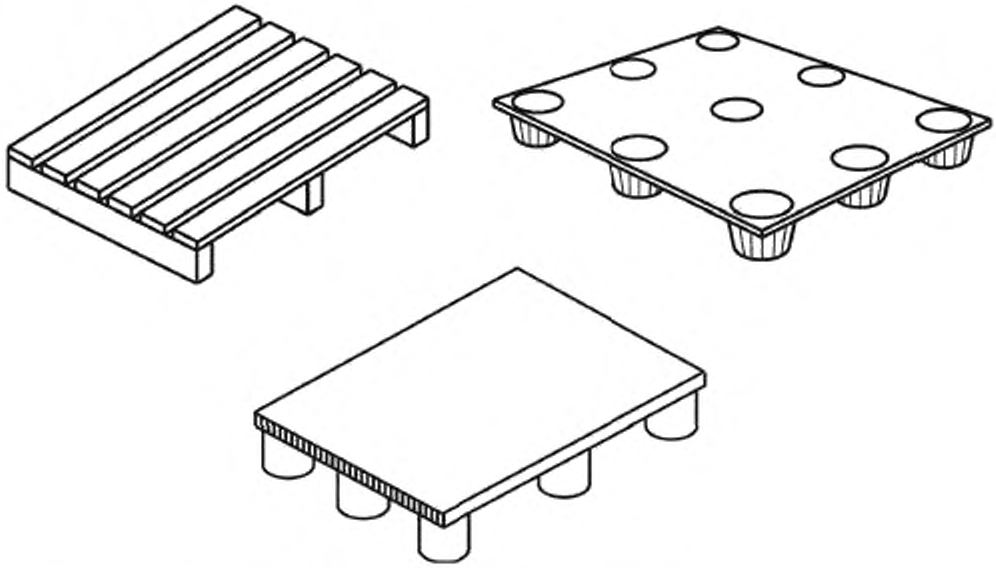

Рисунок 3 — Однонастильные поддоны
3.2 **однонастильный поддон:** Плоский поддон, где площадь нижней несущей поверхности меньше процентной величины, указанной в ISO 6780 [8] (см. рисунок 3). en single-deck pallet fr palette à un seul plancher